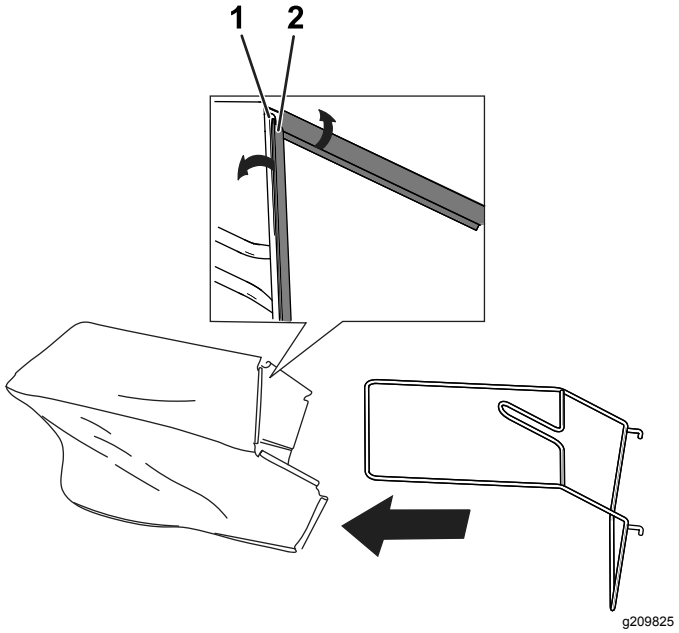

Figur 8
1. Skyv gressposerammen inn i gressposen (Figur 8).
2. Plasser alle seks gressposeklemmene over gressposerammen (Figur 8).